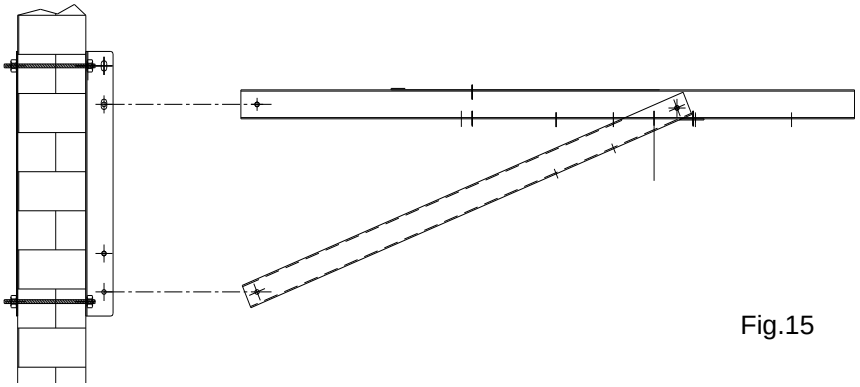
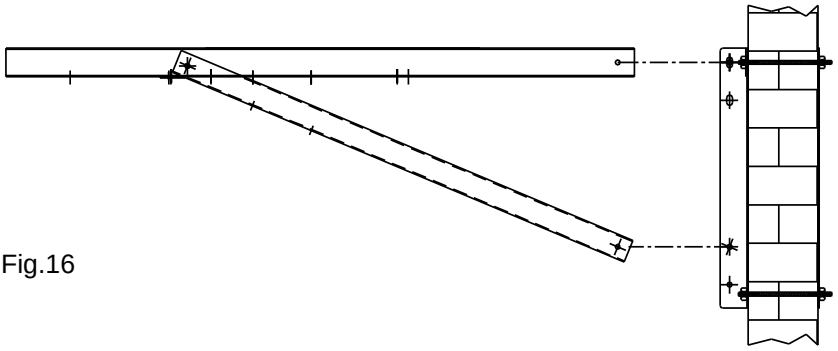

Fig.15
Fig.16
- ✓ Соединить вместе посредством соответствующих винтов (см. рис.15-16), горизонтальный профиль с профилем под уклоном; после чего зафиксировать все на вертикальных профилях, предварительно заанкерованных к стене. Внимание: для центробежных исполнений использовать самые нижние парные отверстия (см.рис.15), а для центробежных наружных исполнений использовать - самые верхние (см. рис.16).